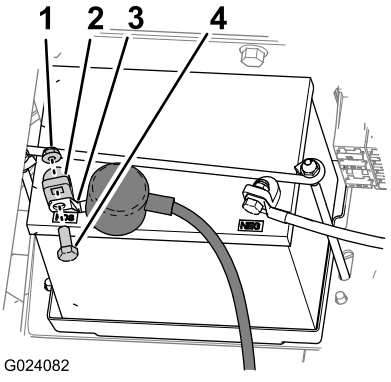

Figur 2
5. Skyv isolatordekselet bakover, og fjern bolten og mutteren som fester terminalen til den positive batterikabelen til den positive batteripolen (Figur 2).